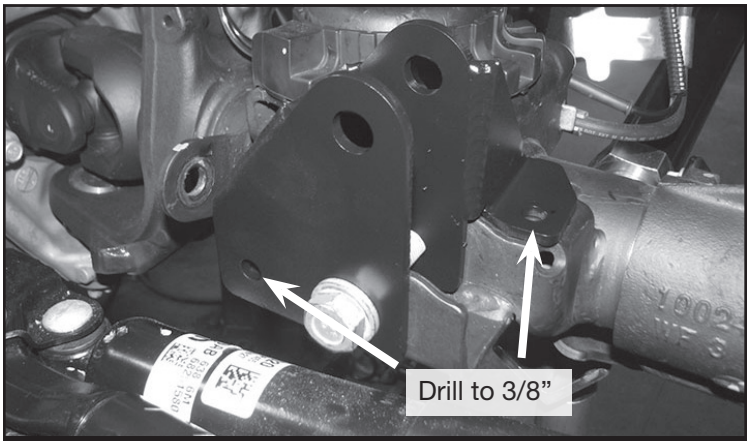

FIGURE 7 - STEP 9
9. Install FT50618 (Front track bar bracket) to the factory mount using stock bolt. **SEE FIGURE 7.** Mark the 2 holes to drill using the new bracket as a guide. Remove and drill the holes to 3/8”